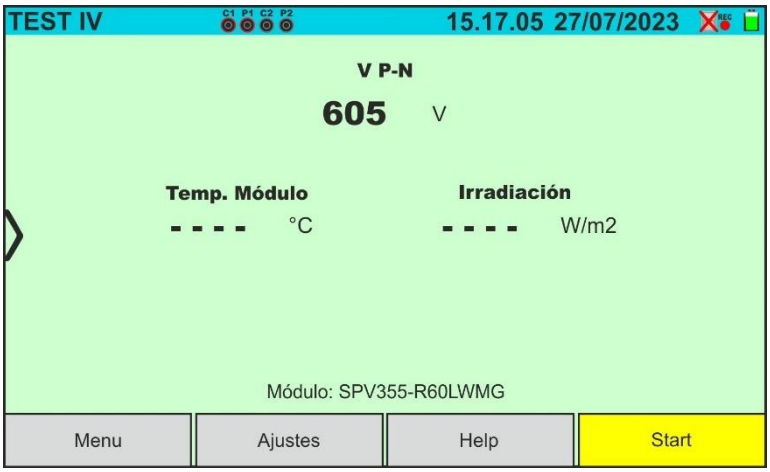

Fig. 51: Prueba IV con SOLAR03 en registro síncrono sobre módulos Monofaciales
10. En caso de módulos **Monofaciales,** la pantalla de Fig. 51 se muestra en el visualizador. Se muestran los siguientes parámetros: